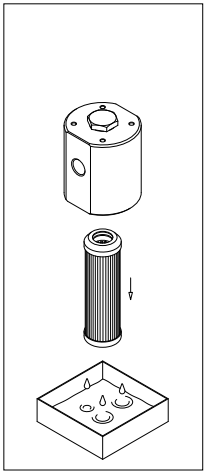

fig. 10
- (Fig. 10) Estrarre l'elemento filtrante